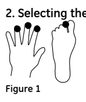

Figure 1
2. Selecting the measurement site (see Figure 1)